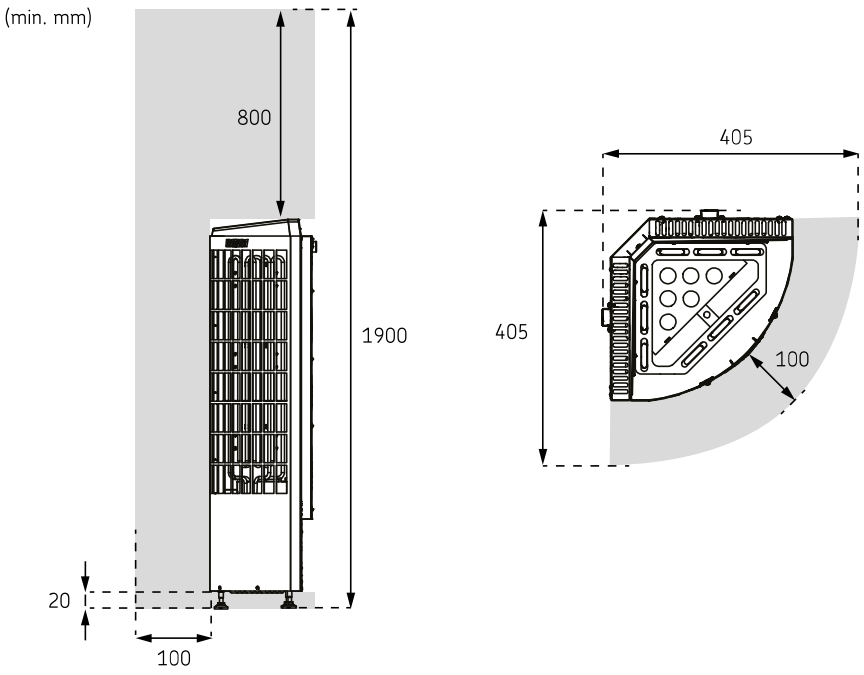

Рисунок 1. Безопасное расстояние
- Минимальные защитные расстояния до горючих материалов показаны на рисунке (>>Рисунок 1. Безопасное расстояние).
- Если вокруг каменки установлено ограждение, необходимо соблюдать безопасные расстояния, указанные на рисунке (>>Рисунок 1. Безопасное расстояние) или в инструкции по установке ограждения.